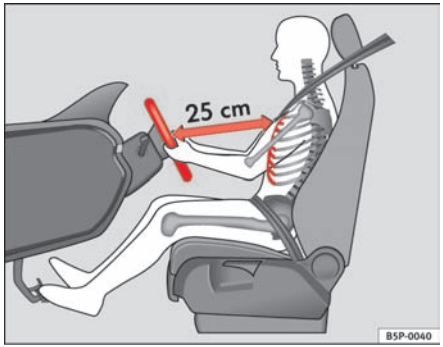

Fig. 1 The proper distance between driver and steering wheel
– Adjust the steering wheel so that there is a distance of at least 25 cm between the steering wheel and the centre of your chest ⇒ fig. 1.
- **Adjust the driver's seat so that there is at least 25 cm distance between the centre of the chest and the hub of the steering wheel ⇒ page 10, fig. 1. If you are sitting nearer than 25 cm, the airbag system cannot protect you properly.**